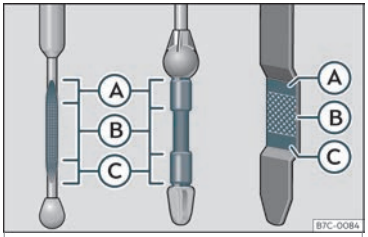

Abb. 186 Ölmessstab
››› **Abb. 186**. Füllen Sie gegebenenfalls Motoröl nach.
- Wenn der Ölstand mindestens den Bereich ››› Abb. 186 Ⓑ erreicht hat, vorsichtig den Deckel des Einfüllstutzen aufschrauben ››› ❗.
Liegt der Ölstand über dem Bereich ››› Abb. 186 Ⓐ, starten Sie den Motor bitte nicht. Dies könnte zu einer Beschädigung des Motors und des Katalysators führen. Wenden Sie sich an einen Fachbetrieb.
Der Ölstand darf keinesfalls über dem Bereich››› Abb. 186 Ⓐ stehen, andernfalls könnte Öl über die Entlüftung der Motorölwanne angesaugt werden und über die Abgasanlage in die Atmosphäre gelangen.